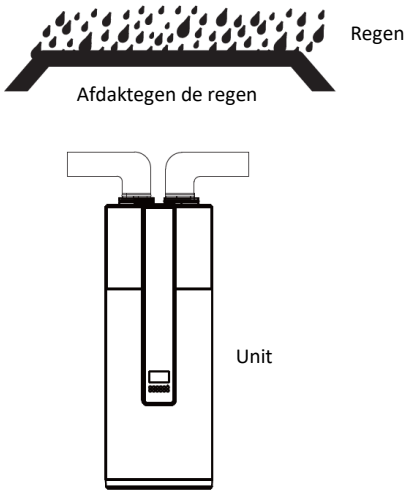

Afbeelding 3-13
- Als er regen binnendringt tot bij de interne onderdelen van de unit, kunnen er onderdelen beschadigd raken en risico´s voor personen optreden (Afbeelding 3-13).
- Als de unit verbonden wordt aan leidingen die tot aan de buitenomgeving reiken, moeten deze leidingen over hydro-isolerende elementen beschikken die op betrouwbare wijze voorkomen dat er water de unit binnendringt (Afbeelding 3-13).